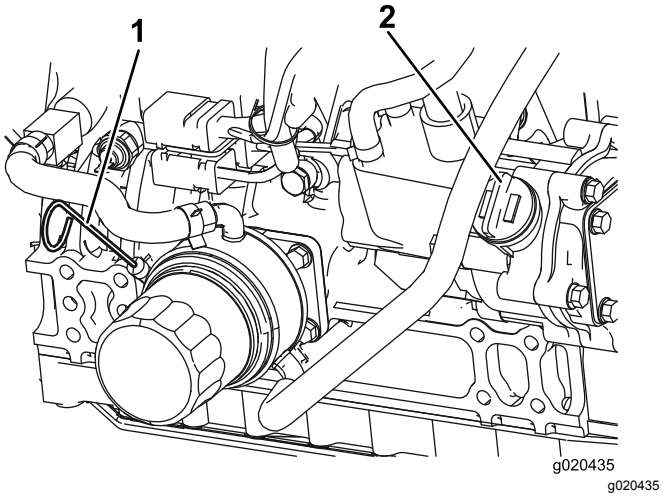

**Figur 55**
3. Fjern målepinden, tør den af, sæt den ind i røret, og træk den ud igen. Oliestanden bør være mellem full- og add-mærket (Figur 55).
4. Hvis olieniveauet er lavt, skal du fjerne dækslet (Figur 55) og tilføje olie, indtil det er mellem full- og add-mærket. **Fyld ikke for meget på.**